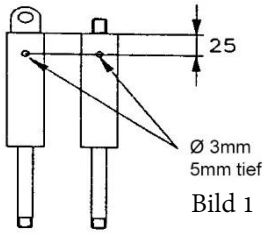

Bild 1
3. **Gasfedern/Dämpfer:** Bohrung gem. Bild 1 ca. 25 mm vom Zylinderboden anbringen.